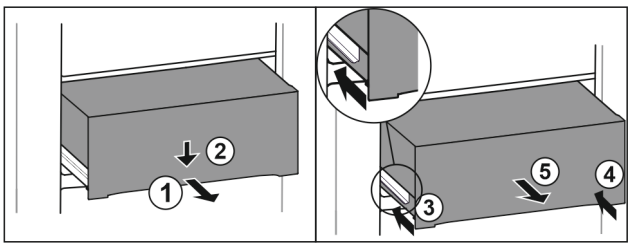

Fig. 151
▶ Extrageți pe jumătate sertarul. *Fig. 151 (1)*
▶ Apăsați în jos sertarul pe partea frontală. *Fig. 151 (2)*
▶ Inserați șina stângă aproximativ 2 cm. *Fig. 151 (3)*
▶ Inserați șina dreaptă aproximativ 2 cm. *Fig. 151 (4)*
▶ Extrageți sertarul spre înainte. *Fig. 151 (5)*